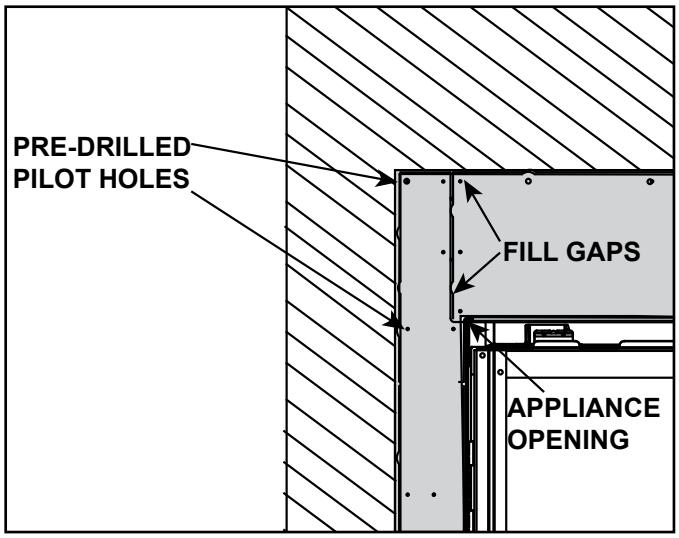

Figure 10.1 Install Non-Combustible Board
- Seal gaps between the finished wall and appliance top and sides using a 300 ºF minimum sealant. Refer to Figure 10.1 and Figure 10.2.
The factory-supplied non-combustible board must be used in all installations. It must be directly attached to structural framing adjacent to the appliance. Screw fasteners should be installed in the pilot holes provided in the outer perimeter of the non-combustible board. See Figure 10.1 and Figure 10.2.
3. The outer perimeter of the factory-installed non-combustible board has pre-drilled pilot holes. See Figure 10.1. Secure the non-combustible board to adjacent framing with drywall screws that are a minimum of 1-1/4 inch in length. Care should be taken not to tighten these screws into the non-combustible board excessively. Set screws flush to the face of the non-combustible board. See Figure 10.2 and Section 6.D.
4. When installing drywall around the appliance, install a rectangular hole for the fireplace/non-combustible board in a single sheet of drywall. This will minimize the joints that require finishing adjacent to the fireplace opening. Ensure that the 1/8 inch gap is maintained between the factory installed non-combustible board and the surrounding drywall. See Figure 10.1. Secure the drywall to the framing with screws a minimum of one inch in length every six inches across the top of the fireplace and every ten inches on the sides of the fireplace.
1. **Step 1:** Fill all gaps and joints between the non-combustible board pieces and the drywall with a general purpose chemically setting joint compound such as Durabond® 45 Joint Compound manufactured by USG (Sheetrock® brand), recommended by Hearth & Home Technologies. Use a drywall knife to firmly press the joint compound into all gaps. See Figure 10.1. Allow these joints to dry.